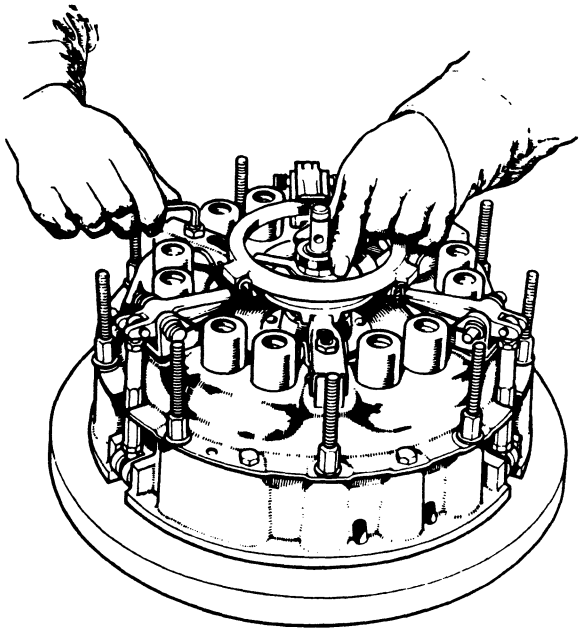

Figure 27.
8. Remove actuator and screw centre pillar firmly into adaptor. Place a spacer, Code 16X (some early spacers were marked "Code 16" only), on centre pillar — recess in spacer towards adaptor. Fit short setting finger on centre pillar and set adjusting screws on transmission levers so that when finger is rotated, whilst being held firmly and squarely against spacer, it just touches lever plate all the way round. (Fig. 27.) When the levers are correctly set, hold screws stationary and firmly tighten locknuts.